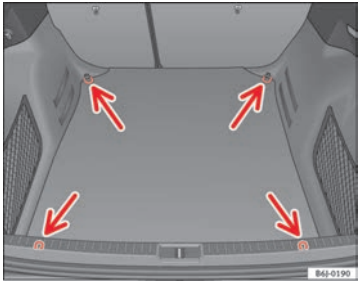

Fig. 97 Location of fastening rings in luggage compartment
– Use the fastening rings to secure the load ⇒ Fig. 97 (arrows).